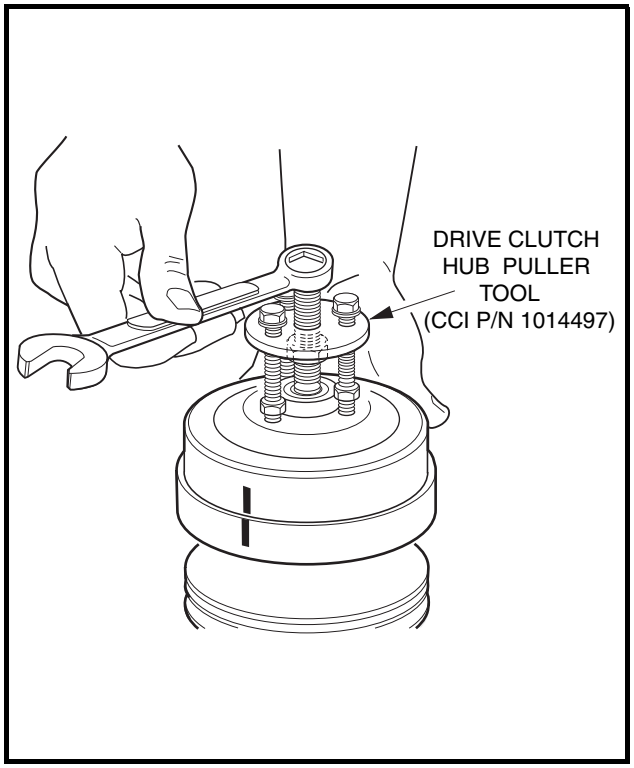

Figure 17-7 Remove Drive Clutch Hub
2.2. Thread the center bolt of the Drive Clutch Hub Puller (CCI P/N 1014497) into clutch until the stop nut touches the clutch, then back the bolt out one-half turn **(Figure 17-7, Page 17-7)**.
2.3. Thread the three small bolts of the puller into corresponding holes in the clutch. Tighten bolts evenly, making sure the face of the puller plate is parallel to the face of the clutch **(Figure 17-7, Page 17-7)**.